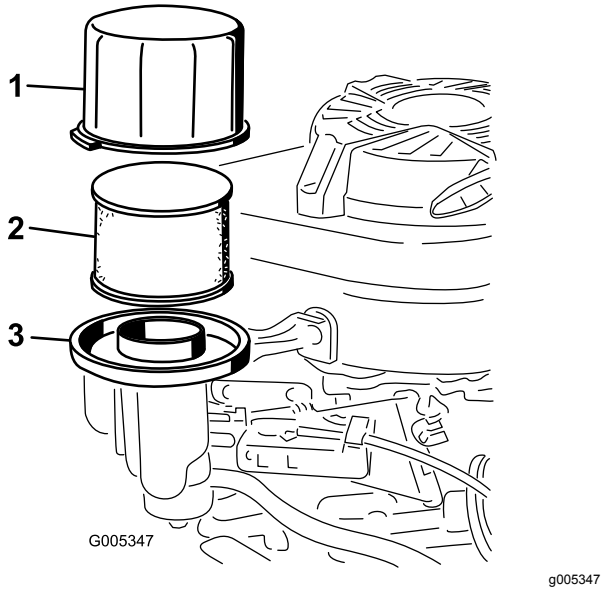

Figur 22
2. Fjern dækslet, og rengør det grundigt (Figur 22).
3. Fjern skumforfilteret og papirluftfilteret fra luftfilterets bundplade (Figur 22).